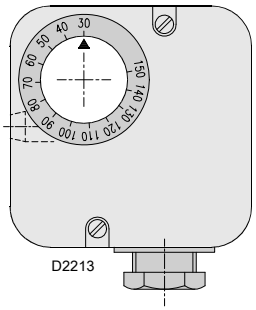

图 21
- 调节蝶阀上的最大燃气压力开关 (图 21) 至量程的终止位置；